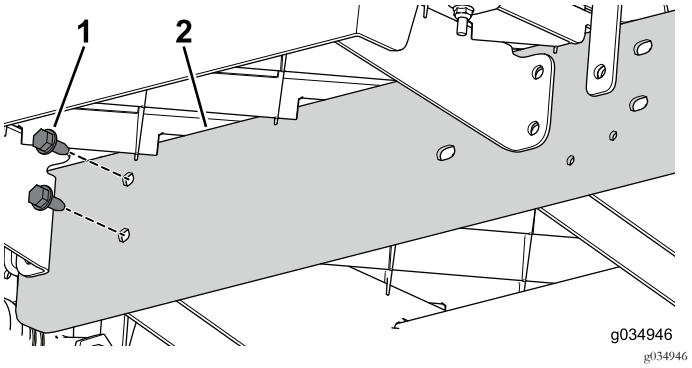

Figuur 26
6. Gebruik de 2 bouten (5/16 x 3/4 inch) om de verlengrail losjes op het centrale kanaal van het voorste gedeelte van de machine te monteren (Figuur 26).